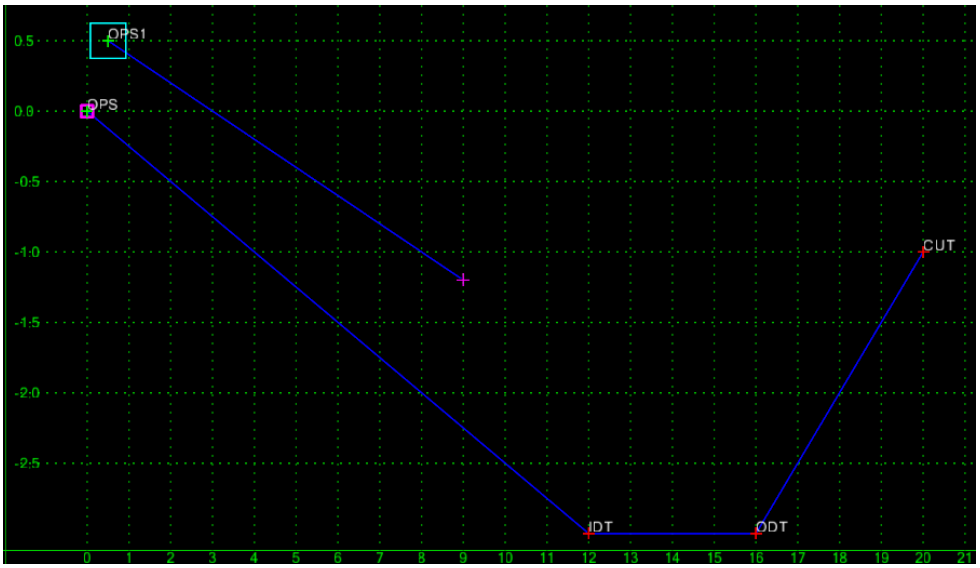

Figure L7-68 Create Template Grid
- Verify Point **OPS1** was placed at the coordinate **0.5,0.5** and that a blue line extends dynamically from it as shown in *Figure L7-68*.